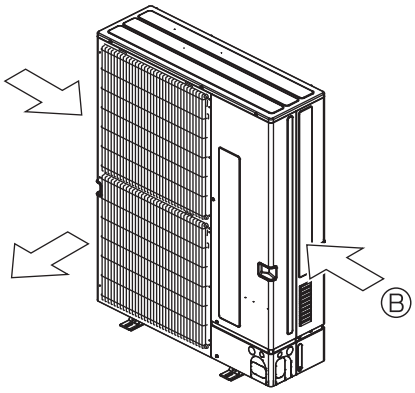

Рис. 1b
② Расположите блок таким образом, чтобы воздуховыпускное отверстие было направлено перпендикулярно преимущественному направлению ветра, если это возможно. (Рис. 1b)